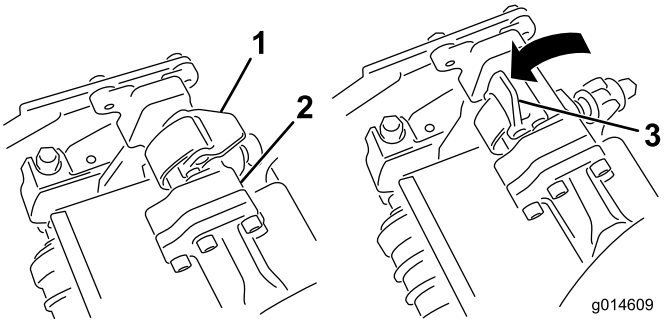
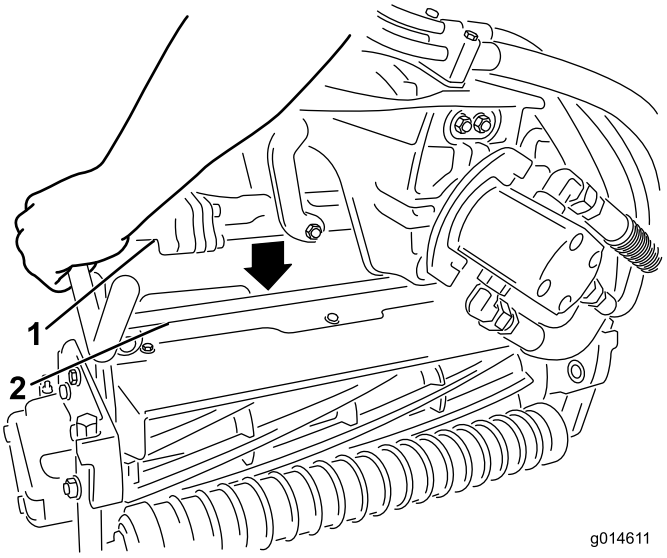

**Figur 11**
**Figur 12**
5. Mens låsehåndtagene på affjedringsarmen peger opad (dvs. er åbne) (Figur 11), skal du skubbe affjedringsarmen ned, så stangen kan sættes over tværstangen på klippeenheden øverst oppe (Figur 12).
6. Luk låsehåndtagene ned og omkring klippeenhedens stang, og lås dem på plads (Figur 11).